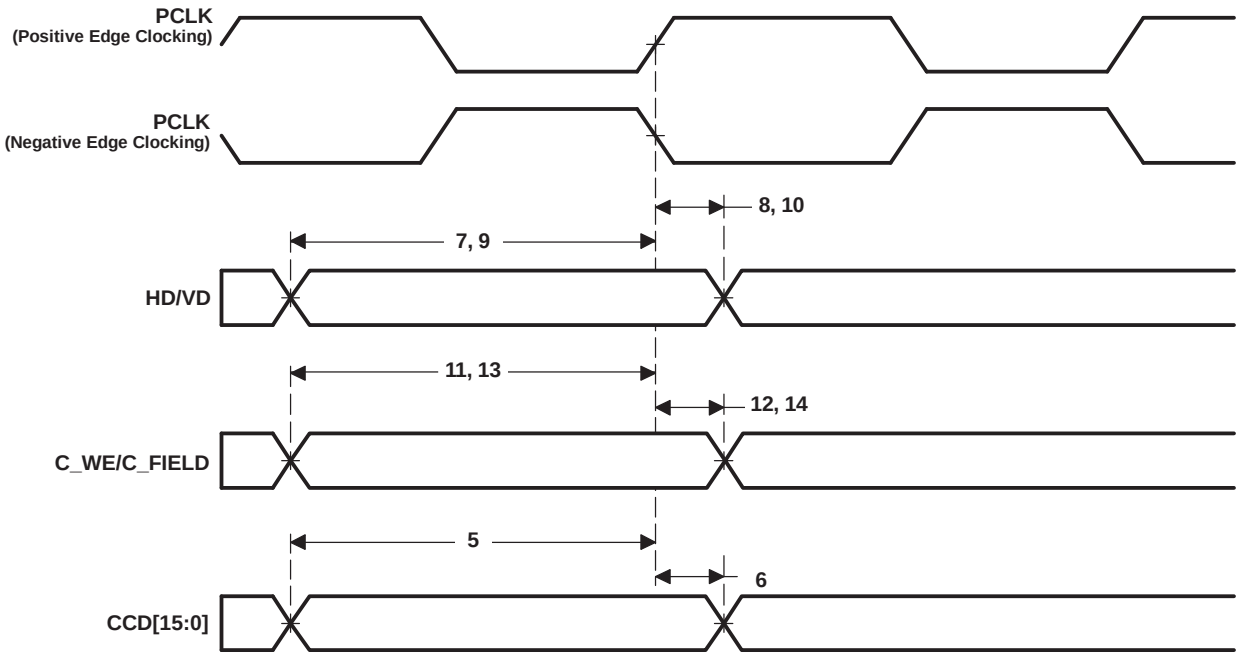

**Figure 6-20. VPFE (CCD) Slave Mode Input Data Timing**
**Table 6-36. Timing Requirements for VPFE (CCD) Slave Mode(1) (see Figure 6-20)**